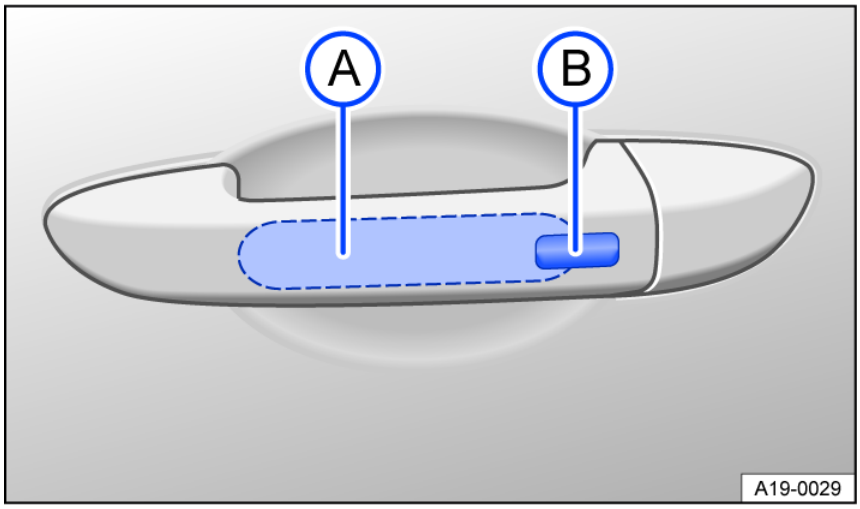

Fig. 44 In door handle: sensors.
- Touch the sensor *fig. 44* (A) on the inside of the driver or passenger door handle.
- Touch the sensor *fig. 44* (B) on the outside of the driver or passenger door handle.
- Then, within 5 seconds of locking the vehicle, touch the sensor on the outside of the door handle once *fig. 44* (B). Do not grasp the door handle during this process.
- Hold your finger on the driver's or front passenger's door handle sensor *fig. 44* (B) for several seconds until the windows and power sunroof are closed.